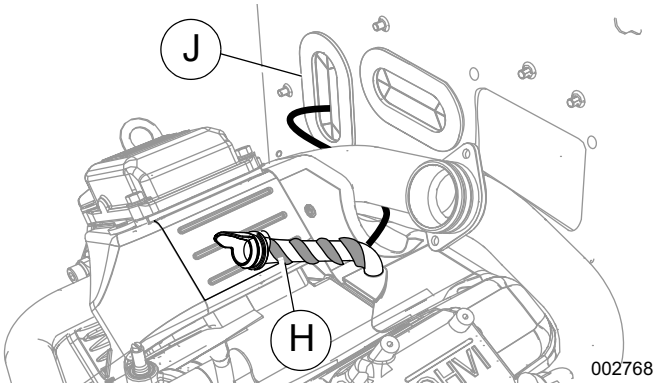

Figure 10. Wrapping the Breather Hose (11–22 kW)
5. See ***Figure 10***. Wrap the breather heater (H) around the breather hose, evenly spaced as shown, with the lead wires at the bottom. Once installed, wrap the breather heater and hose with silicone tape (provided) to secure heater.